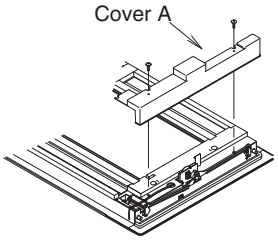

Fig. 3-19
(1) Remove the 2 screws and remove cover A from the back of the panel. (Fig. 3-19)